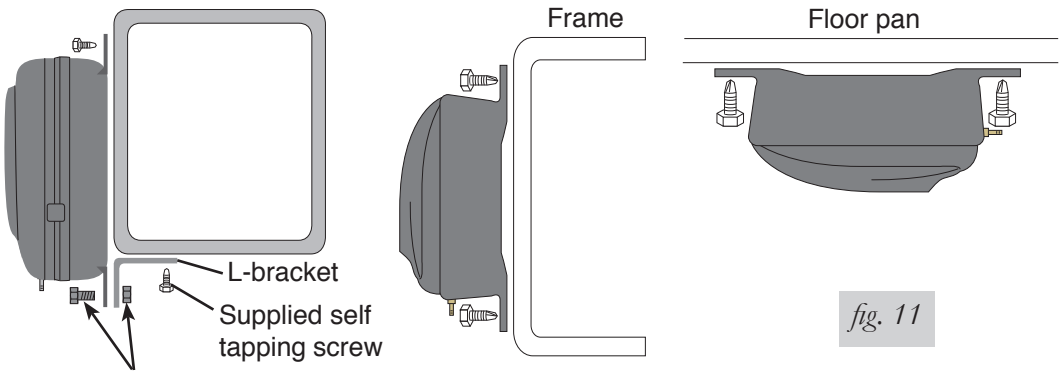

fig. 11
a. Hold the compressor in the recommended location (fig. 11 or 12).
b. For box frames: In some cases the frame section will not be wide enough to mount the compressor legs flat to the rail. Refer to figs. 11 and 12 in this situation.